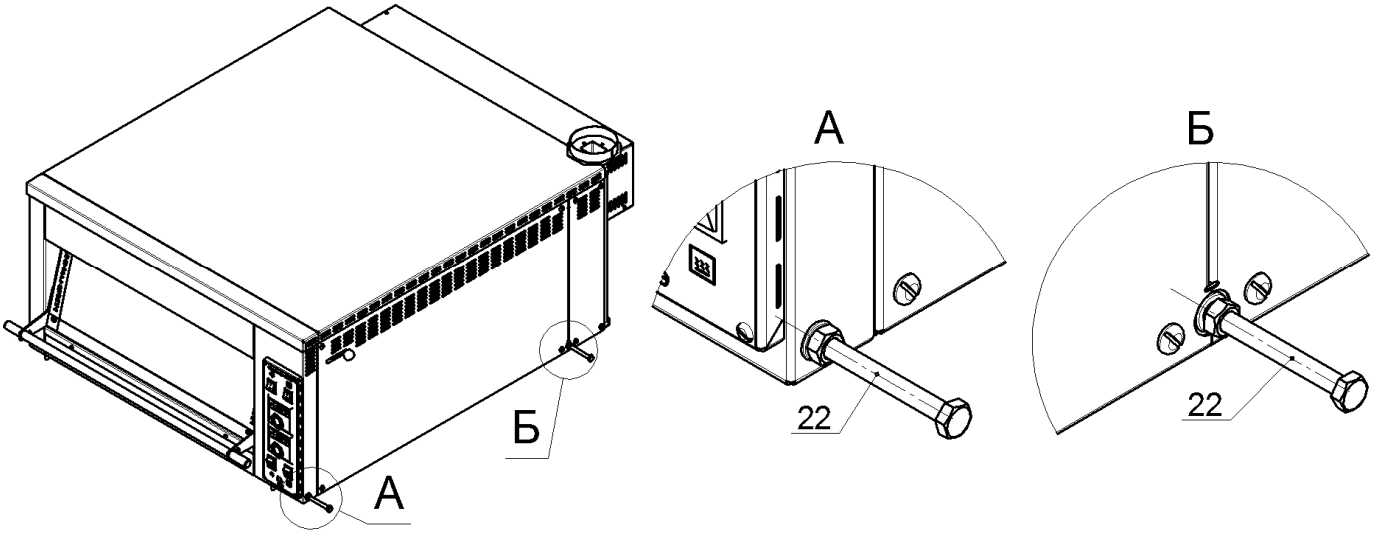

Рис.11
11. Для перемещения и установки печи на подставку, необходимо ввернуть, на 15…20мм болты М8х90 с навёрнутыми гайками (поз.22, из комплекта подставки) в резьбовые отв. на нижних углах печи, законтрить гайки М8, как показано на рис.11 и, берясь за болты ближе к гайкам, перемещать печь.